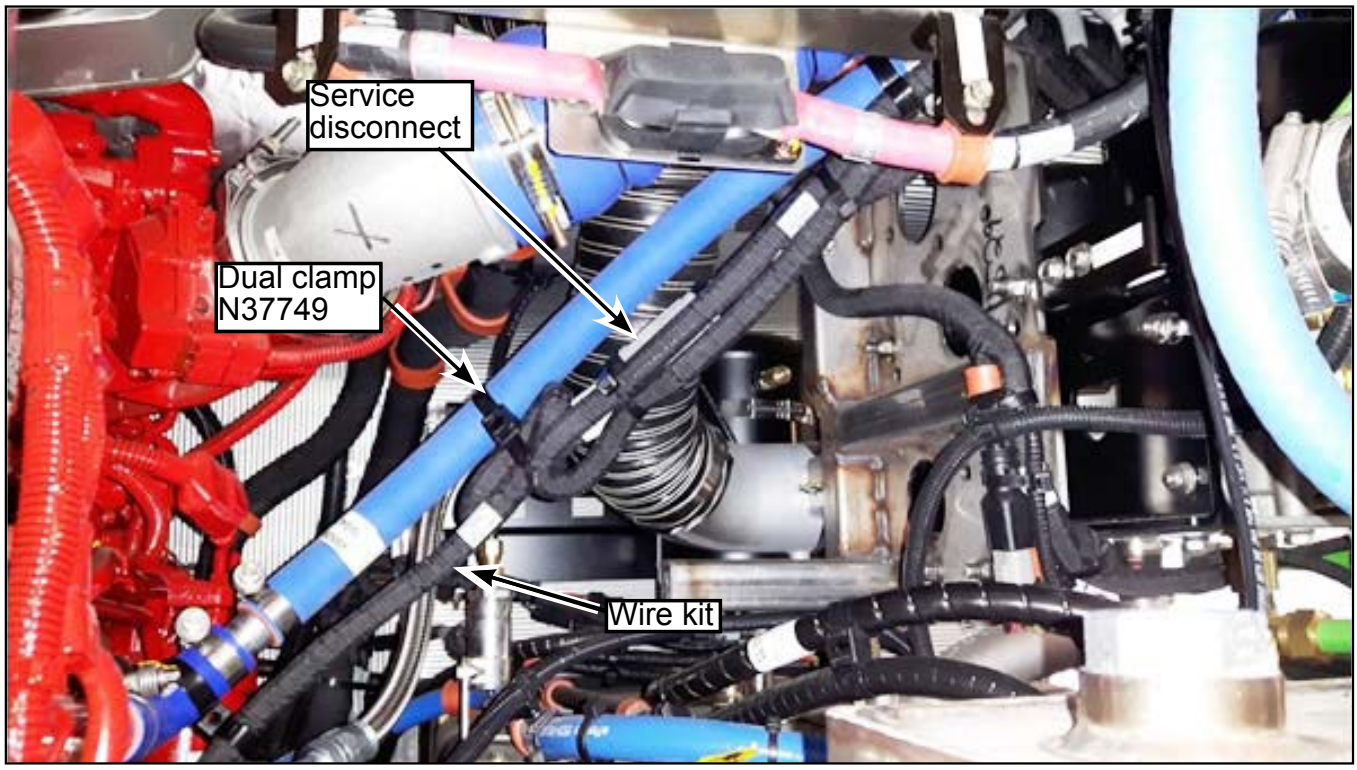

Figure 8 - Routing of Wire Kit
1.9. Continue routing the wire kit along the blue hose with dual clamp N37749. Note the position of the service disconnect. The excess length of the wire kit will need to be attached later with tie wraps (see Figure 8).